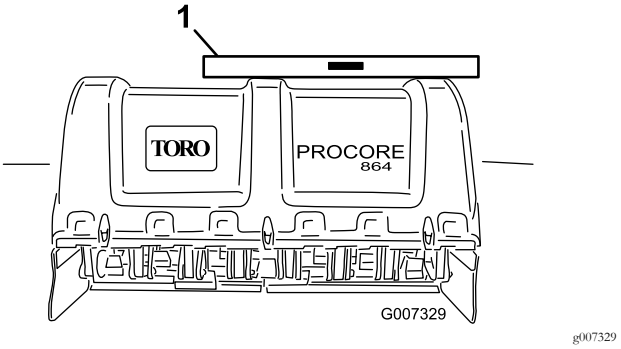

Figur 15
2. Plasser et vaterpass øverst på luftemaskinrammen, for å kontrollere om den står riktig på tvers (Figur 15).